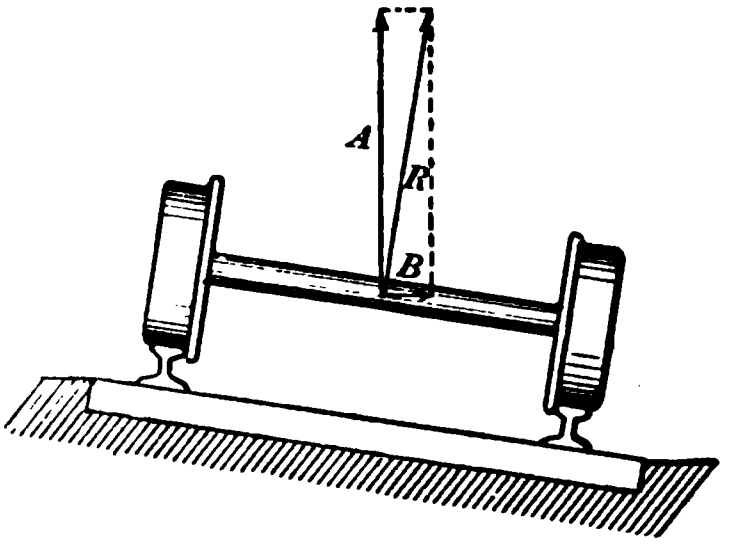

Fig. 188. Banking rails on a curve.
6. Why is an indoor running track "banked" at the turns? Why is a railroad track banked on the curves? Study figure 188, where *A* is the upward push on the wheels, *B* is the centripetal force exerted inward by the rails, and *R* is the resultant.